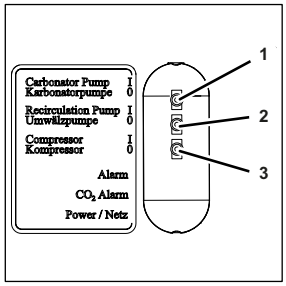

Fig. 13
1. Turn the compressor switch (Fig. 13/3) to position “0”.
2. Turn the circulation pump switch (Fig. 13/2) to position “0”.
3. Turn the carbonator pump switch (Fig. 13/1) to position “0”.